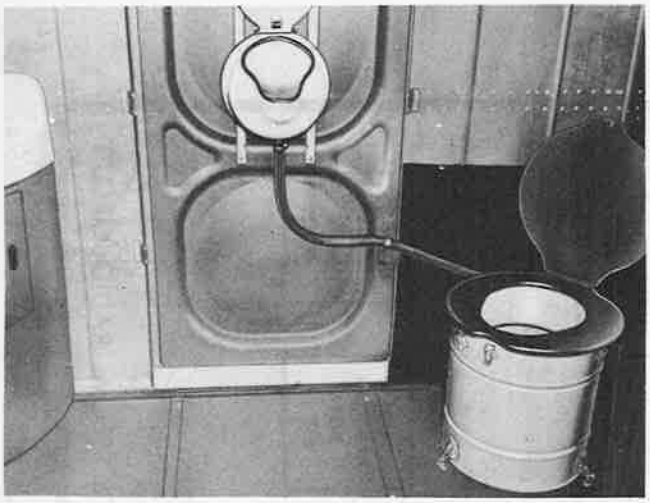
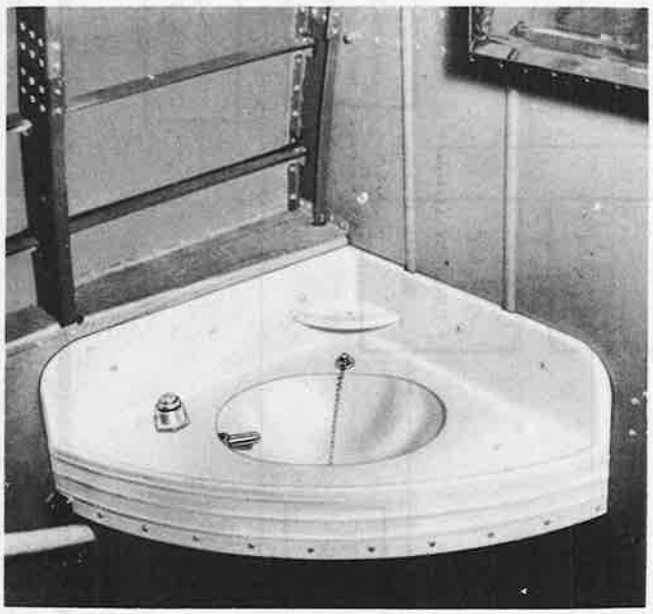
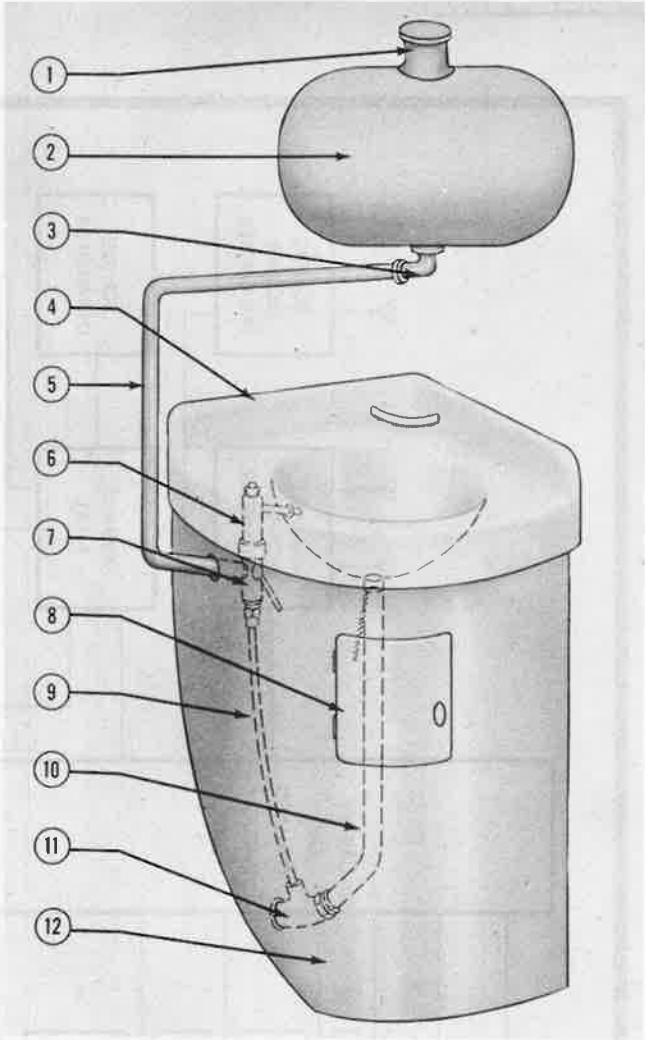

Figure 502—Lavatory Compartment
Figure 503—Wash Basin
Figure 504—Wash Basin and Cabinet
(1) LAVATORY. *(See figure 502.)*
(b) CHEMICAL DISPOSAL-TYPE TOILET. *(See figure 502.)*
(c) WATER TANK. *(2, figure 504.)*
(d) WASH BASIN. *(Figure 503 and 4, figure 504.)*
(e) WASH BASIN CABINET. *(Figure 502 and 12, figure 504.)*
(f) URINAL. *(Figure 502.)*